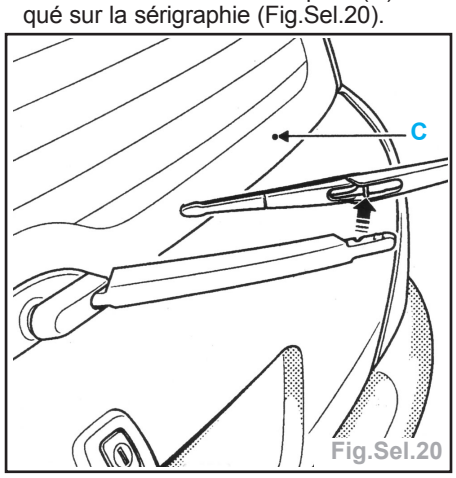

Fig.Sel.20
- Reposer le porte-raclette et le positionner sur la lunette à l'aide du repère (**C**) marqué sur la sérigraphie (Fig.Sel.20).